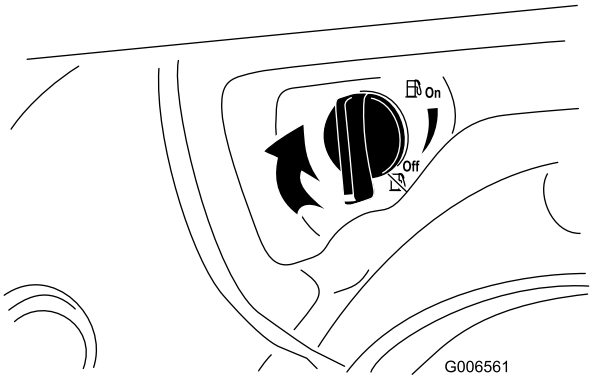

Figur 28
4. Steng drivstoffavstengningsventilen ved å rotere den med klokken (Figur 28).